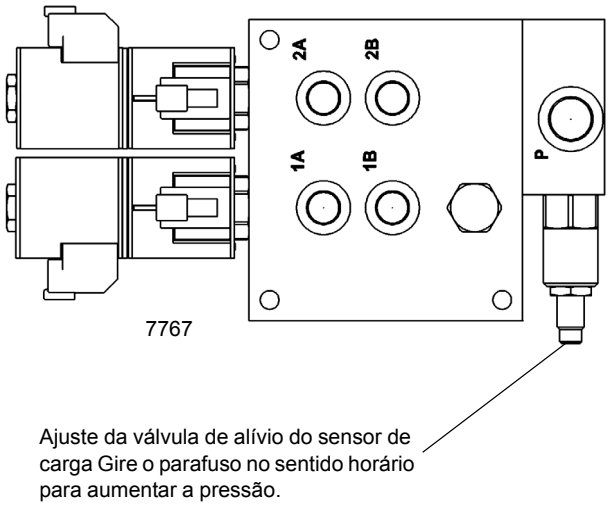

FIGURA 2-11
2. Opere a válvula de controle direcional do contrapeso elevando ou abaixando totalmente os cilindros do contrapeso. Ajuste a válvula de alívio do sensor de carga da válvula de controle direcional de remoção do contrapeso (sentido horário para aumentar a pressão) na válvula de controle direcional do contrapeso para 121 ± 4 bar (1750 ± 50 psi). Consulte Figura 2-11.